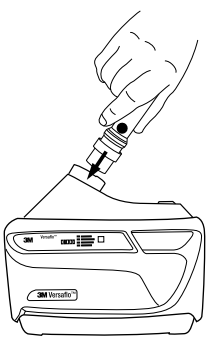

Fig. 14-1 Attaching airflow indicator
- Insert the TR-971 into the outlet of the TR-300+ motor/blower unit. If the breathing tube is in place, it must be removed to allow the airflow indictor to be inserted (Fig. 14-1).